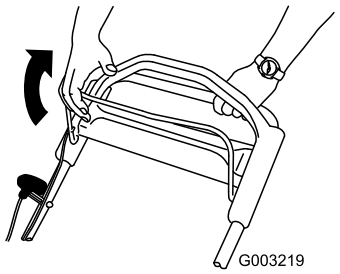

Figura 17
2. Sujete la barra de control de la cuchilla contra el manillar (Figura 17).